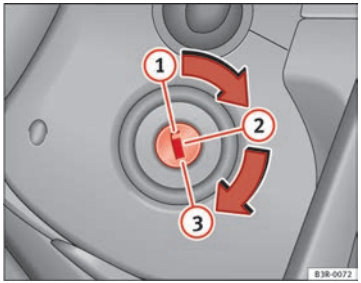

Fig. 118 Ignition key positions
– Turn the ignition key to position (1) ⇒ Fig. 118.
– Remove the key from the ignition in position (1) ⇒ Fig. 118 ⇒ ⚠.